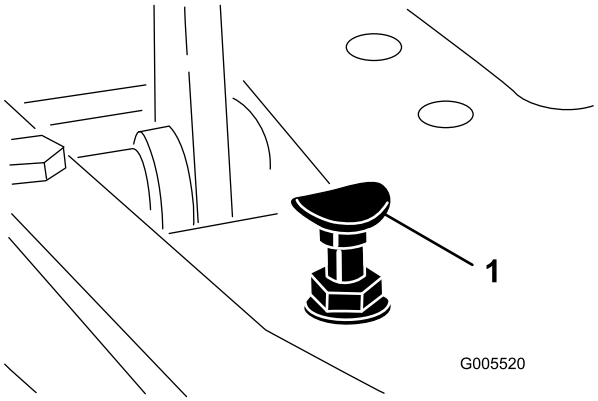

Figuur 52
Om de maximale transportsnelheid te verkrijgen, moet u de schakelhendel in de transportstand zetten en het tractiepedaal intrappen. Als het pedaal contact maakt met de pedaalaanslag (Figuur 52) voordat u spanning op de kabel voelt, is afstelling vereist:
1. Zet de schakelhendel in de transportstand en draai de borgmoer los waarmee de pedaalaanslag is bevestigd aan de vloerplaat (Figuur 52).